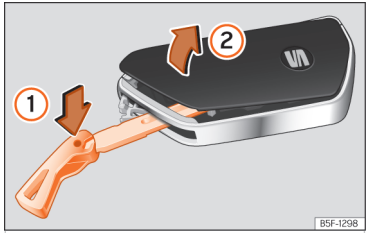

Abb. 71 Fahrzeugschlüssel: Abdeckung des Batteriefachs öffnen.
- Schlüsselbart in den Schlitz ››› (Abb. 71) stecken, in Pfeilrichtung ① drücken und Abdeckung abhebeln ②.